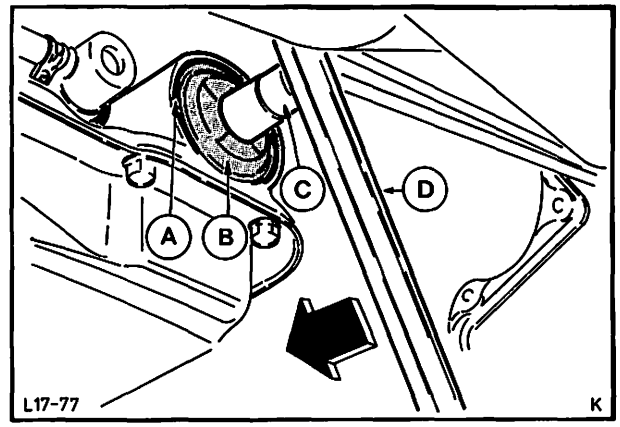

Abb. 110 Vorderen Servo mit Hilfe einer Stecknuß und einem Montierhebel ausbauen
1. Servo ausbauen. Bremsband-Einstellschraube um ca. 4 Umdrehungen lösen. Servokolben mit Hilfe einer Stecknuß und einem Montierhebel (Montierhebel am Bodenblech abstützen) so weit eindrücken, bis der Sprengring entfernt werden kann. Abb. 110. Servokolben mit Feder herausnehmen. Vorsicht Ölaustritt!